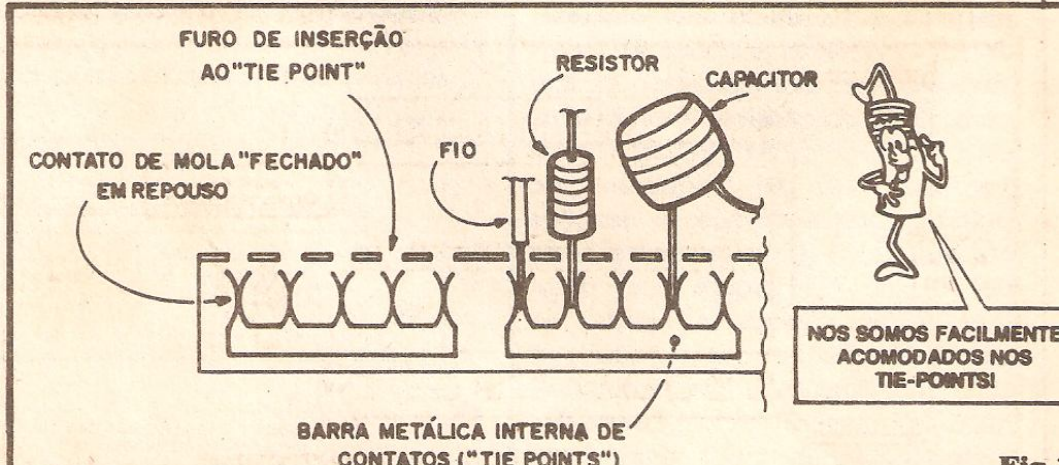

Fig.3
- **FIG. 3** - COMO SÃO ESTABELECIDAS AS LIGAÇÕES ELÉTRICAS ENTRE OS TERMINAIS DE COMPONENTES E OS **TIE-POINTS** - Já sabemos, pelas figuras anteriores, como é a ordenação elétrica interna do módulo... Vejamos, agora, como os terminais e "pernas" de componentes, ou simples pontas de fios, externamente aplicados (enfiados nos furinhos correspondentes aos **tie points**...) fazem contato elétrico entre sí e com a própria estrutura do módulo... A figura mostra, em corte, de forma estilizada, a estrutura interna dos barramentos de contatos, no caso destacando apenas dois conjuntos de 5 **tie points** cada. Cada conjunto é formado por minúsculas barras metálicas especialmente banhadas (evitando a oxidação e fa-